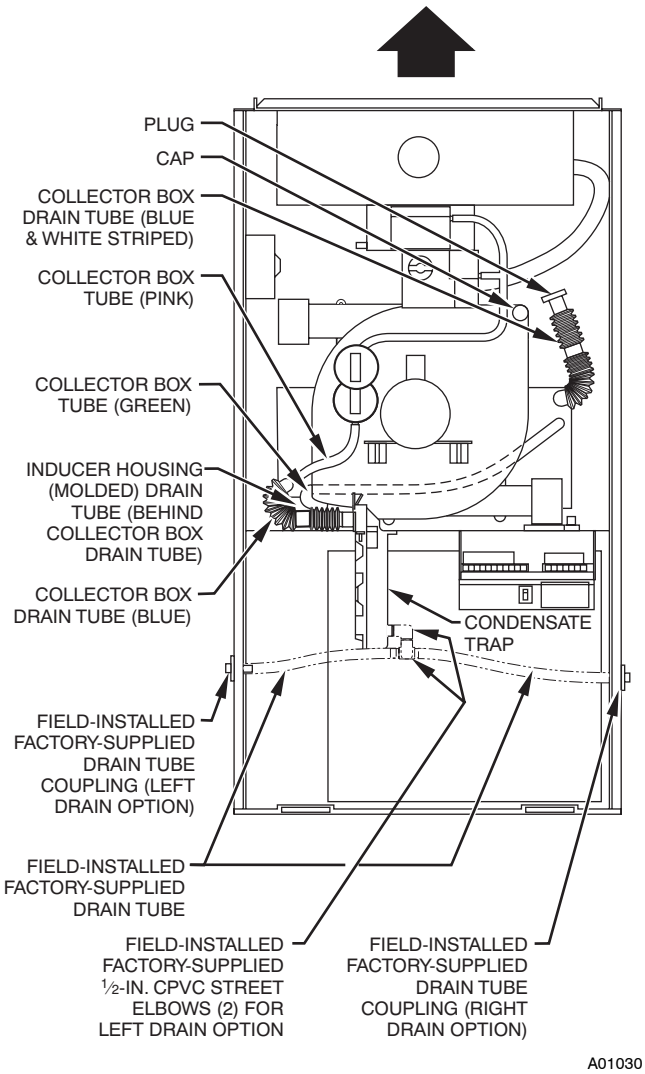

Fig. 5 - Factory-Shipped Upflow Tube Configuration (Shown with Blower Access Panel Removed)
5. If condensate trap is located in left- or right-hand side of furnace casing, proceed to item 6, otherwise remove trap and tubing as described below (See Fig. 5):
b. Connect condensate trap drain tubes. See Fig. 5 or tubing diagram on main furnace door for proper tube location.